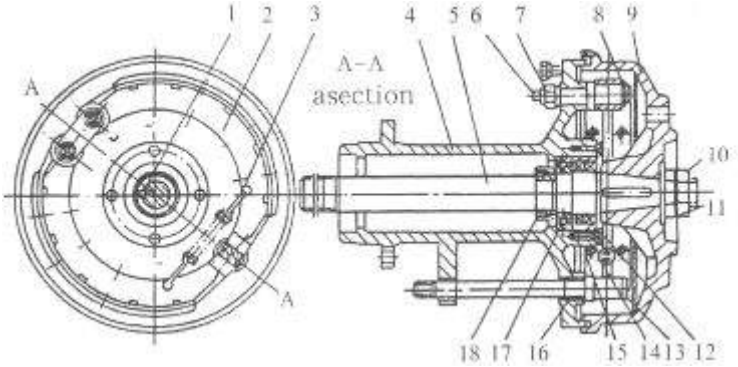

Рис. 3-11 Полуось и тормозная система
Полуось и тормоза (рис. 3-11) состоит из тормозных колодок, полуоси, корпуса полуоси, вал эксцентрика, масляный сальник, подшипников и т.д. Для тракторов серии TAISHAN существуют нормальная ширина колеи, средняя и широкая. Имеется три типа корпуса полуоси 4 и полуоси 5 для полуоси и тормозов. Следует обращать внимание при замене корпуса полуоси и полуоси. Покупайте и заменяйте детали в соответствии с моделью деталей в каталоге.
(2) Отрегулируйте положение вала эксцентрика (рис. 3-11), чтобы изменить трение фрикционных дисков тормозных колодок и ступицы тормоза, а также сделать износ фрикционных дисков равномерным. При регулировке, откройте заднюю ведущую ось, ослабьте гайку 7 (рис. 3-11), поверните вал эксцентрика гаечным ключом и одновременно поворачивайте рулевое колесо. Когда почувствуете сопротивление, тормозная колодка соприкасается со ступицей тормоза, а затем поверните вал эксцентрика в противоположное положение. Продолжайте пока не прекратится сопротивление при поворачивании. После этого затяните гайки во избежание несанкционированного поворачивания.